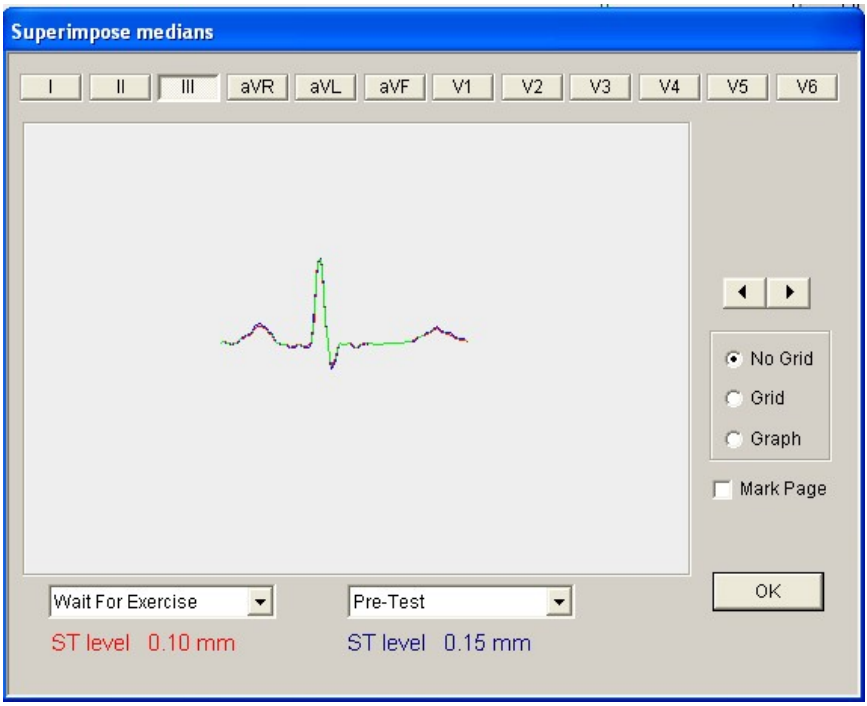

Fig 5.9: Superimposed median.
4. The changed ECG is shown in the figure 5.9 below.